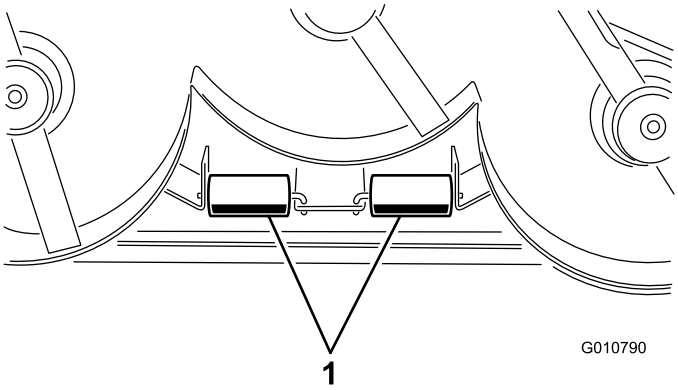

**Figure 12**
1. Retirez les goupilles fendues qui fixent les axes de galets aux supports sur le dessous du plateau de coupe (Figure 12).